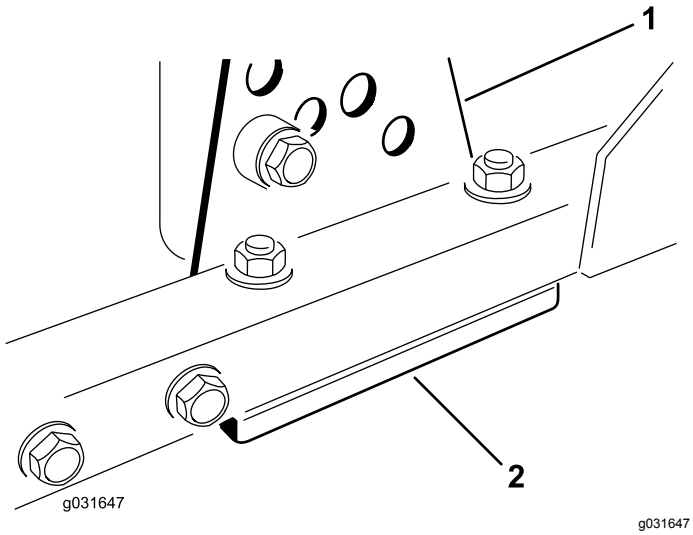

图 68
1. 从刀盘架上拆除剪草高度支架前、左或右图 68。
2. 在刀盘架与剪草高度支架之间增、减 1.5mm 薄垫片和/或 0.7mm 薄垫片以达到所需的剪草高度设置图 68。
3. 安装剪草高度支架到刀盘架剩余薄垫片集中放到剪草高度支架的下方图 68。